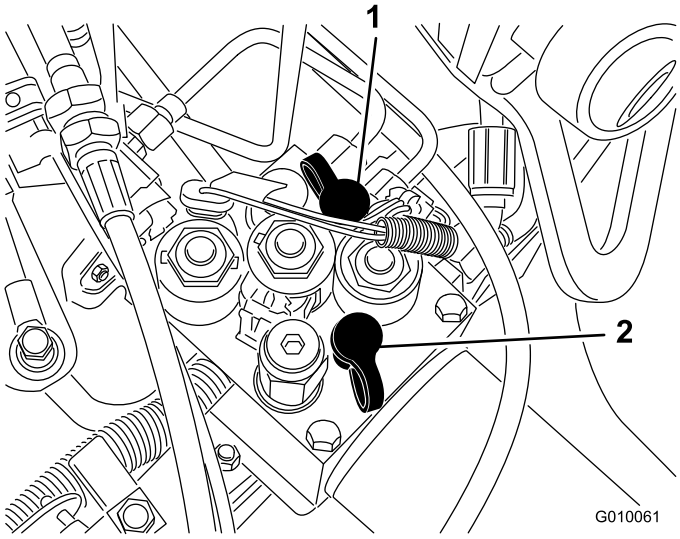

Figure 60
- La prise d'essai G2 (Figure 60) est utilisée dans le contrôle de la pression du circuit de charge.
- La prise d'essai G1 (Figure 60) est utilisée dans le contrôle de la pression du circuit de relevage.